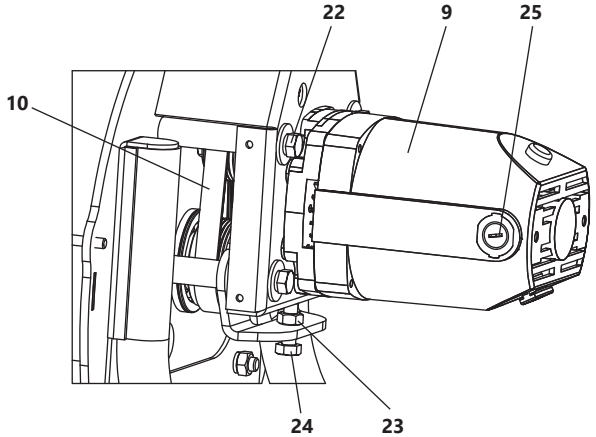

Рисунок 5. *Замена приводного ремня*
- ослабьте болты 22 крепления двигателя 9 (рис. 5);
- ослабьте гайку 23 (рис. 5);
- выкручивая болт 24 ослабьте натяжение ремня 10 (рис. 5);
- натяните ремень с помощью болта 24 и затяните гайку 23 (рис. 5);
- выверните пробку 25 с двух сторон (рис.5);